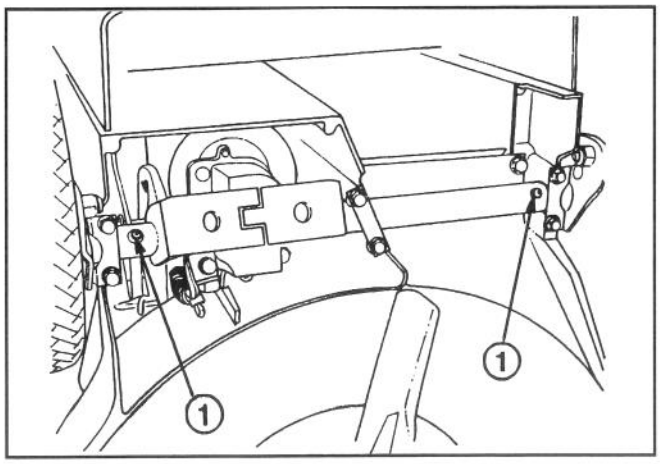

Afbeelding 25
3. Zet de maaier op de hoogste maaistand (E).
4. Leg de maaier op zijn linker kant. Veeg de smeerpunten met een schone doek af (Afb. 25). Zet de vetspuit op de punten en pomp twee à drie maal zachtjes. Gebruik #2 Multi Purpose Lithium Base smeerolie.